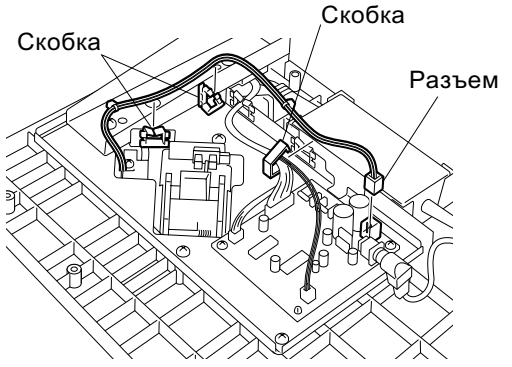

Fig. 6-11
7. Снимите датчик открытия крышки STP. (см. Fig. 6-11 и 6-12)